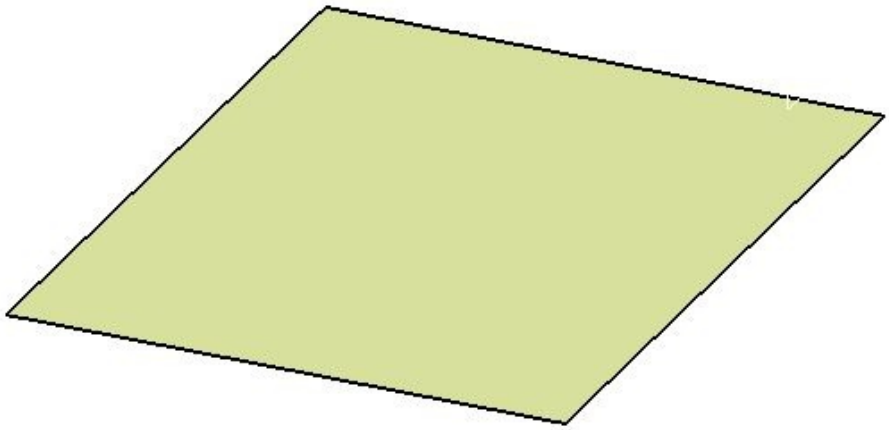

Figure 17-56 *A planar surface*
a. Start a new file in the **FreeStyle** workbench and create a planar surface, refer to Figure 17-56.
2. Click in the drawing area to specify the start point of the planar surface and then invoke the shortcut menu to specify the dimension of the planar surface. Choose the **Edit Dimensions** options from the contextual menu; the **Dimensions** dialog box is displayed. In the dialog box, enter the value in **L1** and **L2** edit boxes as **150**. Next, choose the **OK** button from the **Dimensions** dialog box, Figure 17-56 shows resultant planar surface.